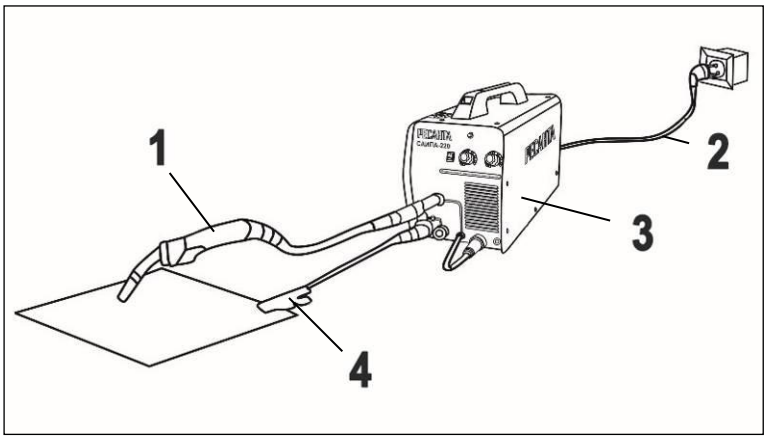

Рис. 3. Схема подключения оборудования
- При завершении шва отведите электрод немного назад, чтобы заполнилась сварочная ванна, а затем переместите электрод на верхний край сварочной ванны (Рис 6 (1-2 рис.3)) и быстро отведите от кратера (Рис 6 (3 рис.3)).